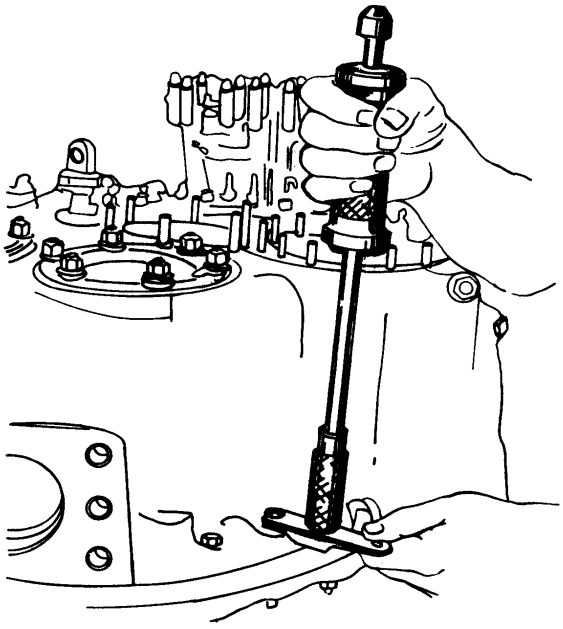

Figure 8. Removing Rear Housing Splitline Bolt Using 3718 Puller
c. Using a soft drift and plastic mallet tap bolts out sufficiently to allow installation of 3718 bolt puller (figure 8). Remove bolts using puller.